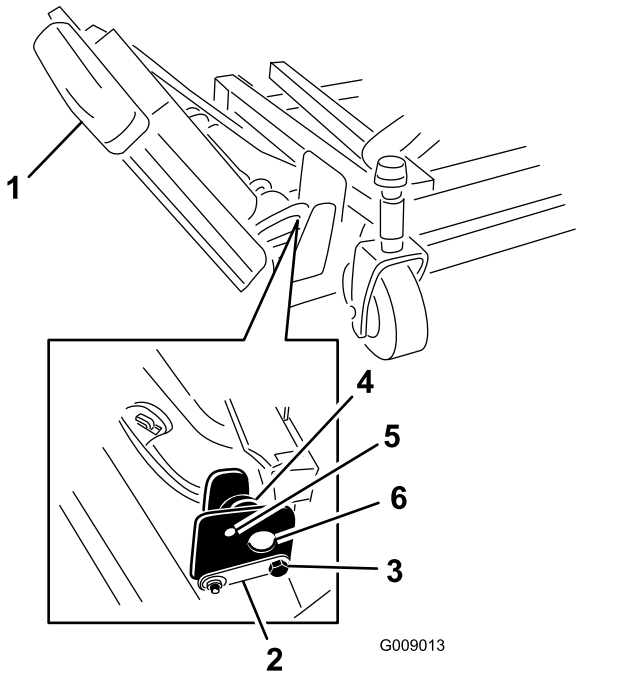

Bild 3
1. Nehmen Sie die Muttern ab, mit denen die vorderen und hinteren Anschlagschrauben an den Befestigungen des rechten Flügelmähwerks befestigt sind (Bild 3).
2. Stützen Sie den rechten Flügel ab und nehmen Sie die vorderen und hinteren Anschlagschrauben aus den Mähwerkbefestigungen heraus (Bild 3).